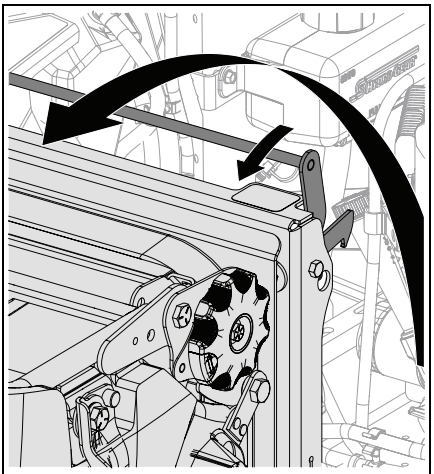

Figure 34
6. Pull seat latch release lever upward and rotate seat forward. See Figure 34.